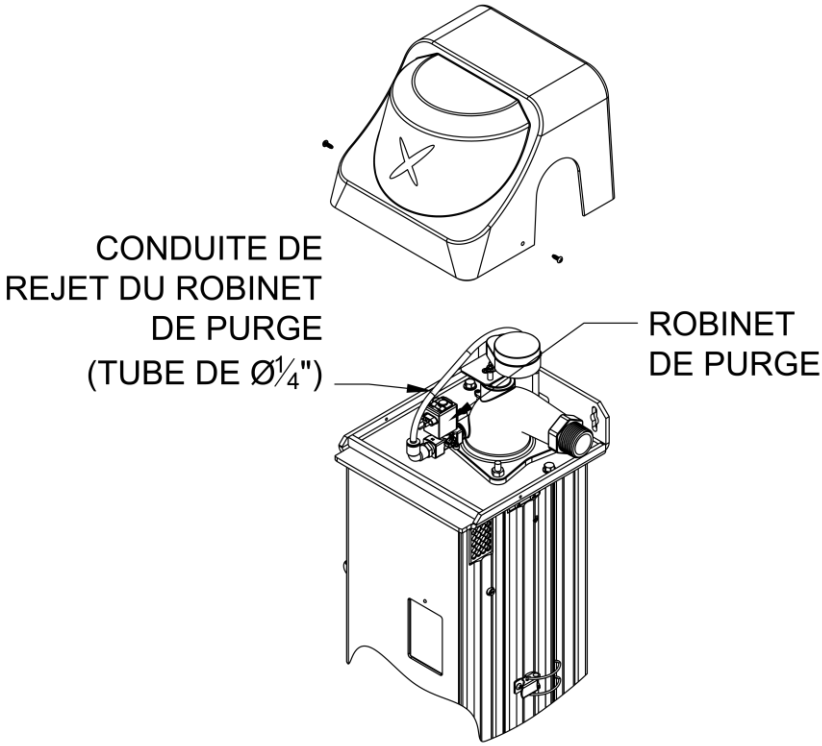

Figure 4.3
Étape 3 : Raccordez la vanne de purge à un drain à l'aide du tuyau fourni - voir Figure 4.3. Notez qu'un espace d'air est généralement requis entre le tube et le drain - suivez les réglementations locales de plomberie. Le tube peut être placé à l'arrière de l'appareil. Le tube doit être fixé au mur ou au sol pour l'empêcher de bouger pendant le cycle de purge. **Lors du démarrage de l'unité, il est fortement recommandé de tester la vanne de purge pour s'assurer que les raccords sont exempts de fuites et que l'eau évacuée s'écoule.**